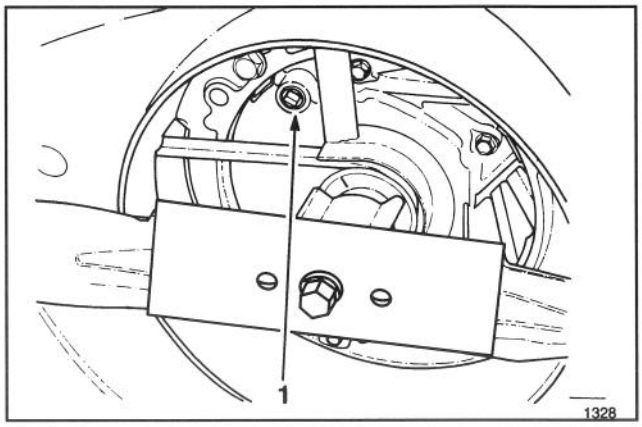

Abbildung 16
6. Den Mäher nach links kippen. Die Ablaßschraube auf der Unterseite mit einem Steckschlüsseleinsatz (9,5 mm) und einem Schraubenschlüssel zum Drehen entfernen (Abb. 16). Eine Wanne unter den Mäher stellen.